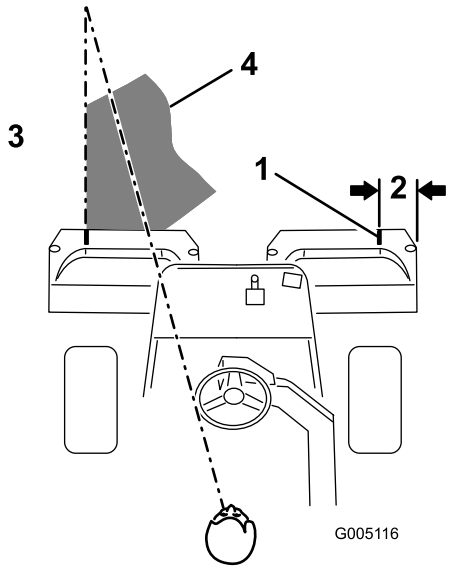

**Figur 37**
**Obs:** Etablera en tänkt siktlinje ca 1,8 till 3 m framför maskinen så att du klipper i en rak linje över greenen och håller maskinen på ett jämnt avstånd till förra klippvändans kant (Figur 37). Vissa föredrar att inkludera rattens ytterlinje som del i siktlinjen, dvs. att hålla rattkanten i linje med en punkt som alltid är på samma avstånd från maskinens framkant.